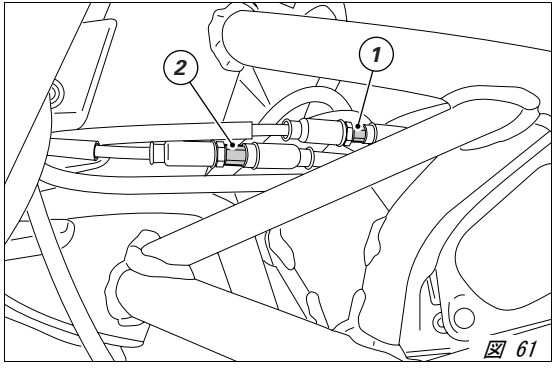

図 61
*スロットルケーブルは、ハンドルバーのどの位置においても、スロットルグリップの遊びが 1.5 ～ 2.0 mm なければなりません。それ以外の場合は、モーターサイクル左側のステアリングチューブにあるアジャスター（1 および 2、図 61）を使用して調整して下さい。*